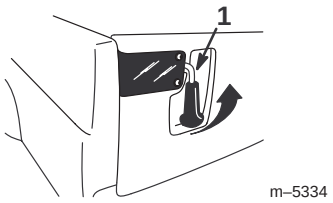

Figur 20
1. Öppna flakskyddets spärrhakar genom att lyfta upp hakhandtagen (figur 20). Spärrhakarna kommer att fjädra ut mot flakskyddets mitt. Sänk flakskyddet sakta.